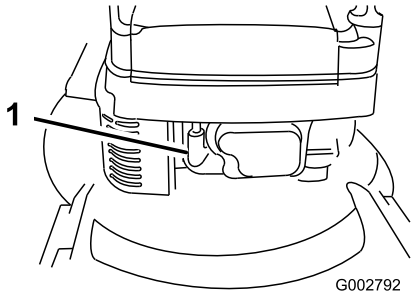

Bild 15
1. Schließen Sie den Zündkerzenstecker an die Zündkerze an (Bild 15).